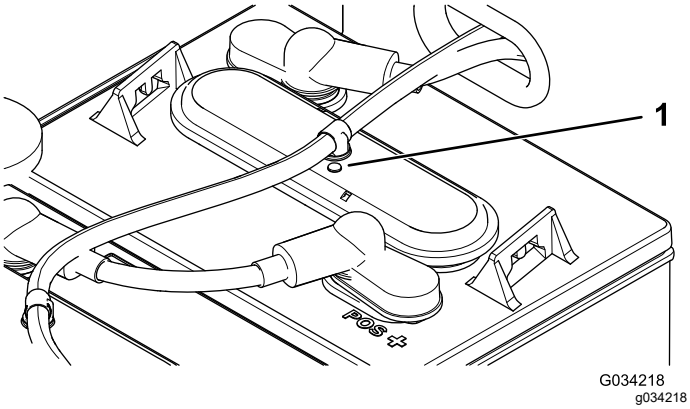

Figura 39
3. Compruebe los ojales de cada batería para ver si son blancos o negros (Figura 39).